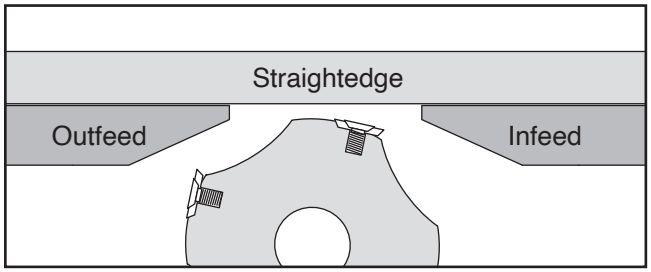

Figure 47. Example of infeed table set to outfeed table height.
2. Rotate cutterhead so knives/inserts will not interfere with straightedge, then place straightedge on infeed and outfeed tables and adjust infeed table even with outfeed table, as shown in **Figure 47**.